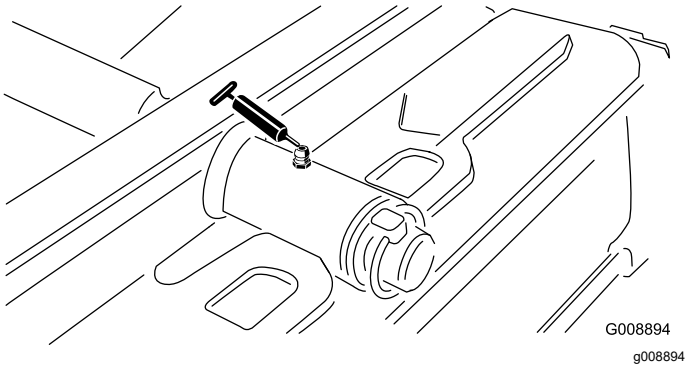

Figura 33
- Articulação da unidade de corte traseira (Figura 33)